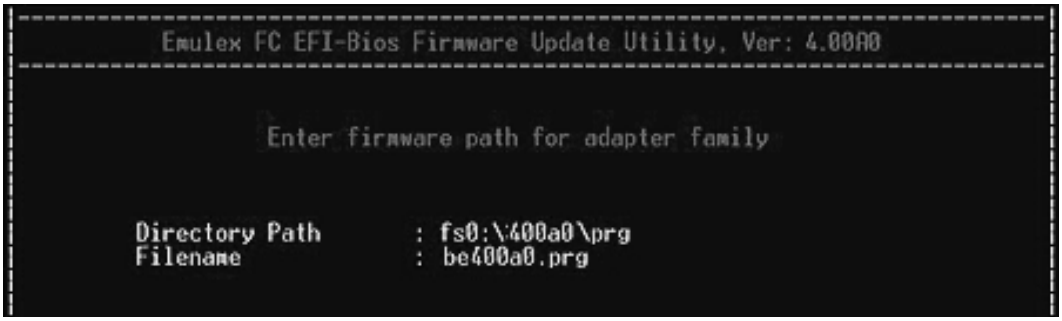

Figure 62: Batch Mode Update path screen
4. Press **<P>** to update the firmware or boot code. You are prompted for a directory path and file name for the firmware or boot code image file (Figure 62). Enter the path and file name, and then press **<Enter>**.